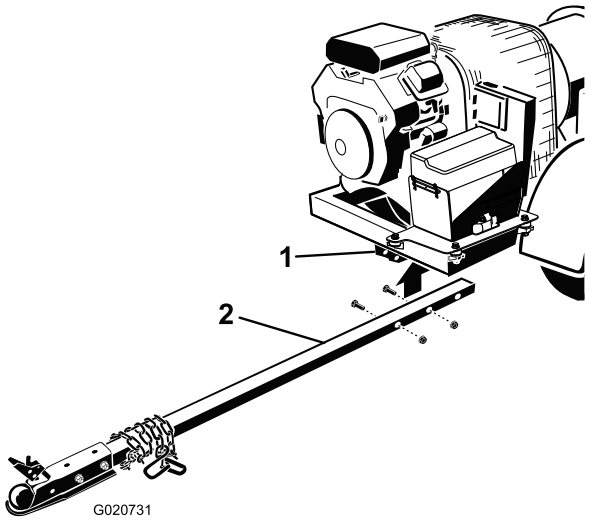

Rysunek 6
2. Wsuń rurę zaczepu do uchwytów w ramie (Rysunek 6). Zamontuj rurę do ramy, używając 2 śrub (3/8 x 3 cale) oraz nakrętek kołnierzowych (3/8 cala).